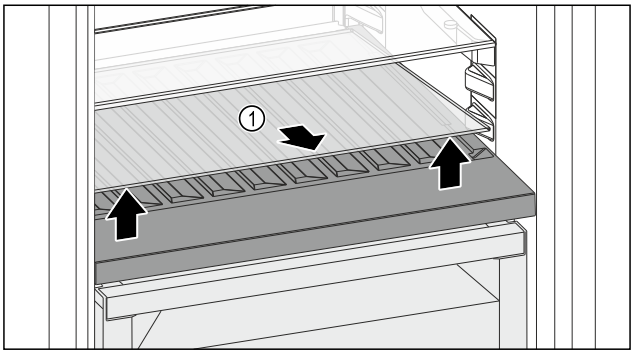

Fig. 107
▶ Ridicați în față și extrageți placa de sticlă *Fig. 107 (1)* din degajare.
▶ Păstrați placa de sticlă *Fig. 107 (1)* în siguranță în afara aparatului.